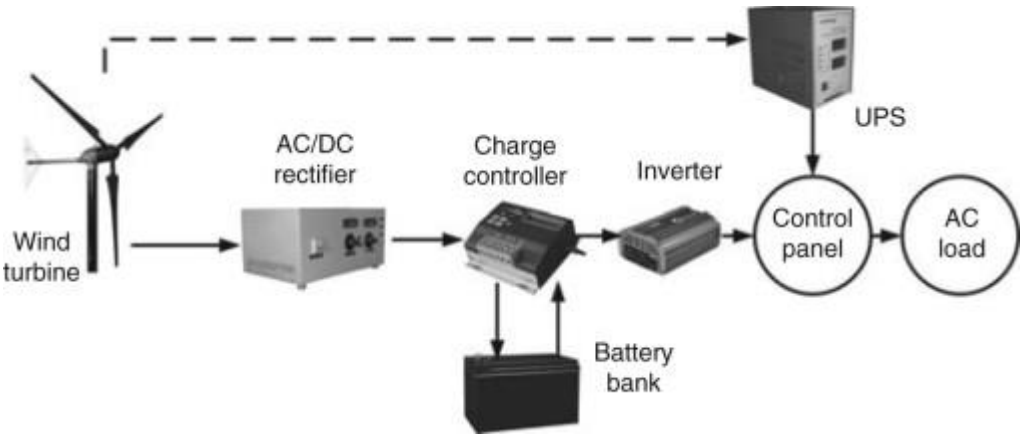

FIGURE 1
6.1 FIGURE 1 below shows a wind energy system.